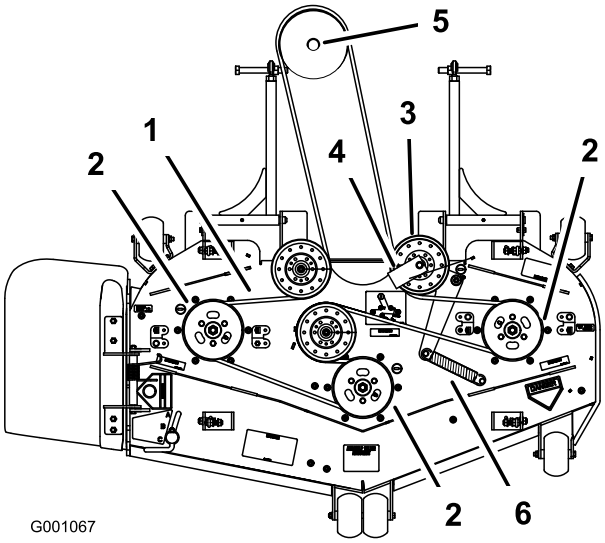

Figur 56
6. Monter den nye remmen rundt knivremskivene og girkasseremskiven under motoren (Figur 56).
7. Monter fjæren på lederullarmen (Figur 56).
8. Monter remføreren på den fjærbelastede lederullen i en vinkel på 45 grader som vist i Figur 56.